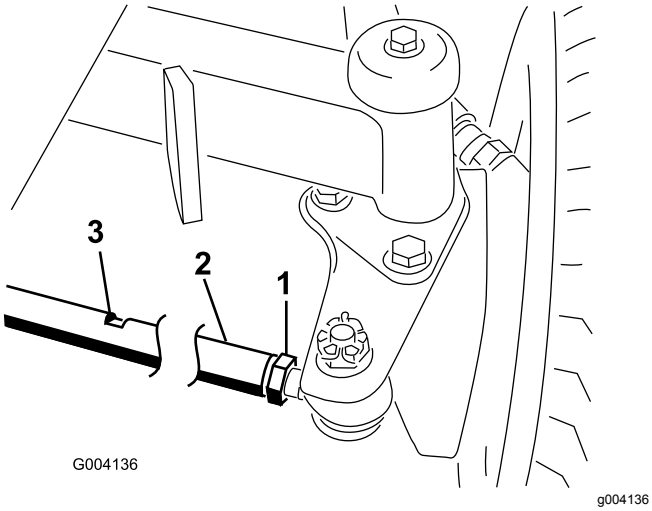

Figur 83
2. Lossa kontramuttern i båda ändar av dragstången (Figur 83).